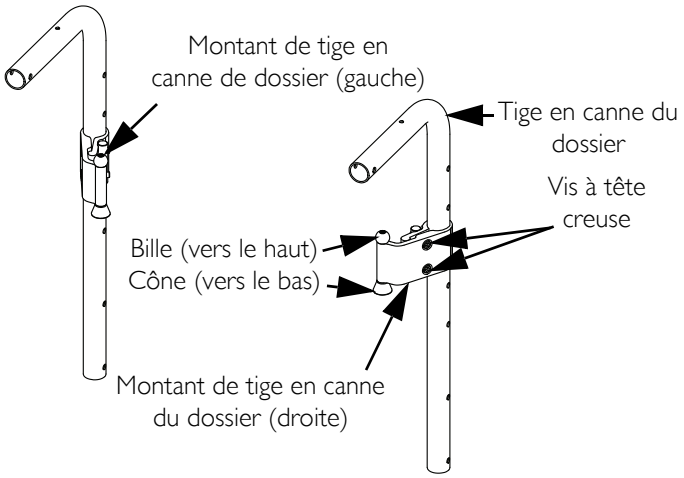

**FIGURE 2.1** Vérifier l'orientation des ferrures
*REMARQUE: Pour cette procédure, se référer à la FIGURES 2.1 à 2.3.*
*REMARQUE: il y a un montant de tige en canne de gauche et un montant de droite pour chaque dossier de positionnement InTouch PCS. Lorsque le dossier est correctement installé, la bille est dirigée vers le haut et le cône vers le bas, comme le montre le FIGURE 2.1.*